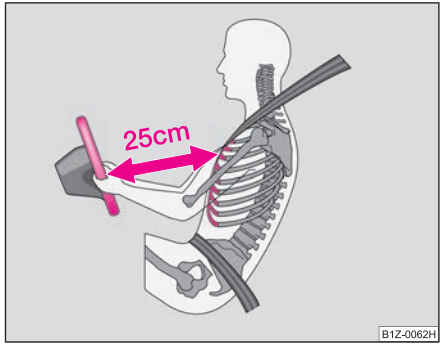

Fig. 114 Safe distance to steering wheel
- **The driver must maintain a distance of at least 25 cm to the steering wheel ⇒ fig. 114. Not maintaining this minimum distance will mean that the airbag system will not be able to properly protect you - hazard!**